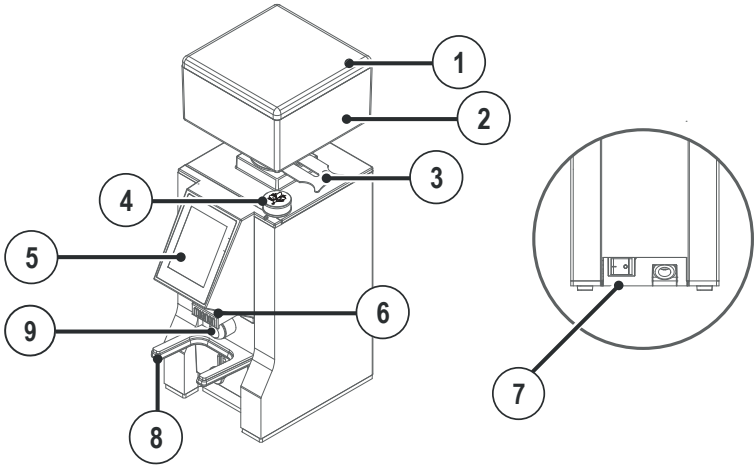
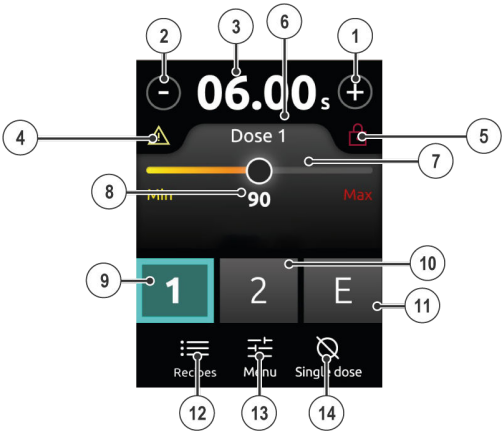

Fig. 5.1 - Descripción del aparato
Fig. 5.2 - Pantalla principal
Para las piezas del aparato, véase Fig. 5.1.
Para la descripción de la pantalla, consulte. Fig. 5.2
Girando el mando, se puede visualizar en la pantalla principal la distancia entre los molinos asociada al tipo de molienda seleccionada (8 - Fig. 5-2).
- Coloque el interruptor en la posición de encendido (7 Fig. 5.1).
- Seleccione la dosis que se ha de dispensar utilizando los botones correspondientes (9,10, 11, - Fig. 5.2).
- Coloque el vaso del porta filtro en la horquilla (8 - Fig. 5.1), procurando que el porta filtro quede precisamente debajo de la boquilla dispensadora (6 - Fig. 5.1).
- Pulse otra vez el botón de dosis seleccionado o el botón frontal (9,10, 11, - Fig. 5.2) (9 Fig. 5.1).
En la condición de parada, el tiempo de molienda en la pantalla (3 - Fig. 5.2) parpadea.
Para restablecer la duración de las dosis a su valor inicial, pulse durante 2 segundos el tiempo de molienda parpadeante (3 - Fig. 5.2).
A través de la pantalla principal (Fig. 5.2), se puede acceder a las funciones siguientes.
Para disminuir o aumentar la dosis seleccionada, pulse los botones + y - de la pantalla principal (1, 2 - Fig. 5.2). La variación por cada dosis es de 0,1 segundos.
Para realizar una variación progresiva de la duración de la dosis con tendencia creciente, mantenga pulsado uno de los dos botones + o - (1, 2 - Fig. 5.2).
Para bloquear la regulación de la duración de las dosis, pulse simultáneamente + y - (1, 2 - Fig. 5.2) durante 2 segundos. Si el ajuste del tiempo de dosificación está bloqueado, en la pantalla aparece el icono (5 -Fig. 5.2) y los botones + y - (1, 2 -Fig. 5.2) quedan inactivos.
Para desbloquear la regulación de la duración de las dosis, pulse simultáneamente + y - (1, 2 - Fig. 5.2) durante 2 segundos.
Para seleccionar la dosis que se quieren regular, pulse los botones 1, 2, E (9,10, 11 - Fig. 5.2).